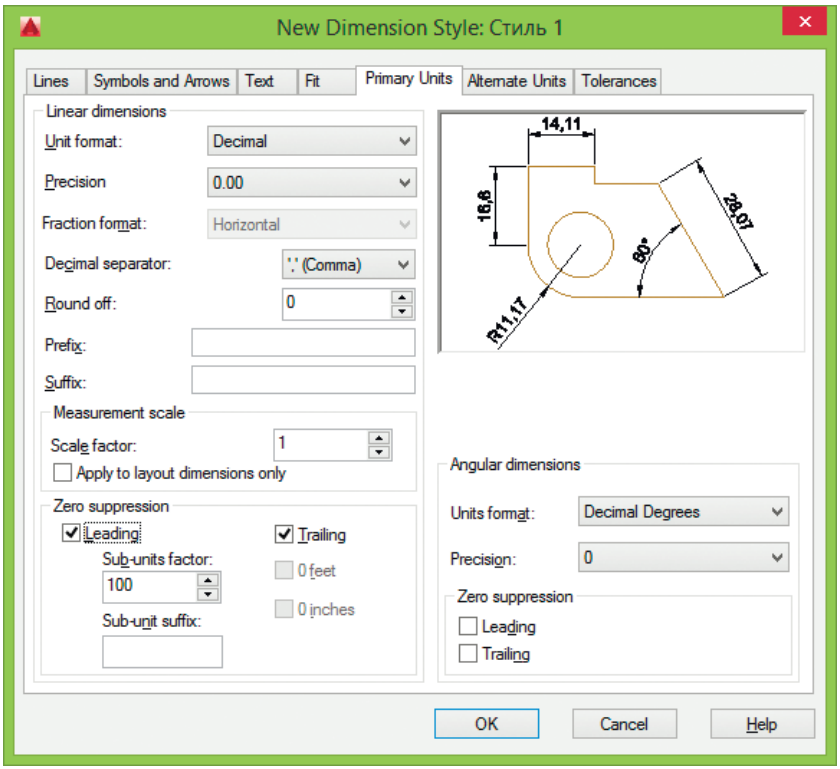

Рис. 11.50. Диалоговое окно определения параметров размерного стиля, вкладка определения основных единиц
- ❑ Вкладка **Primary Units** позволяет определить формат и точность основных линейных и угловых единиц, вид измеренных значений размеров (рис. 11.50):